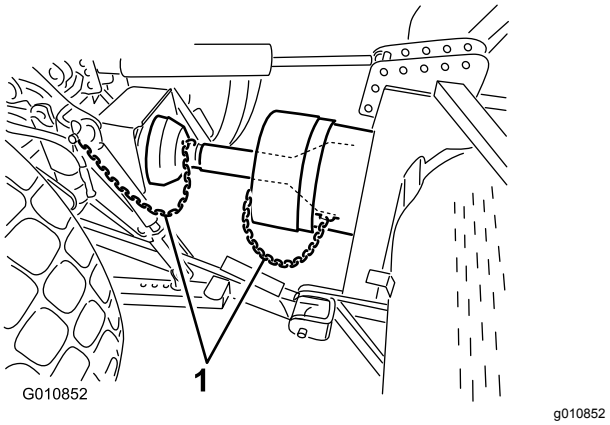

Figur 25
6. Koble verneplatenes sikkerhetskjettinger til kraftuttakets verneplate og traktorbraketten (Figur 25). Påse at kjettingene er løse når luftemaskinen er hevet og senket.